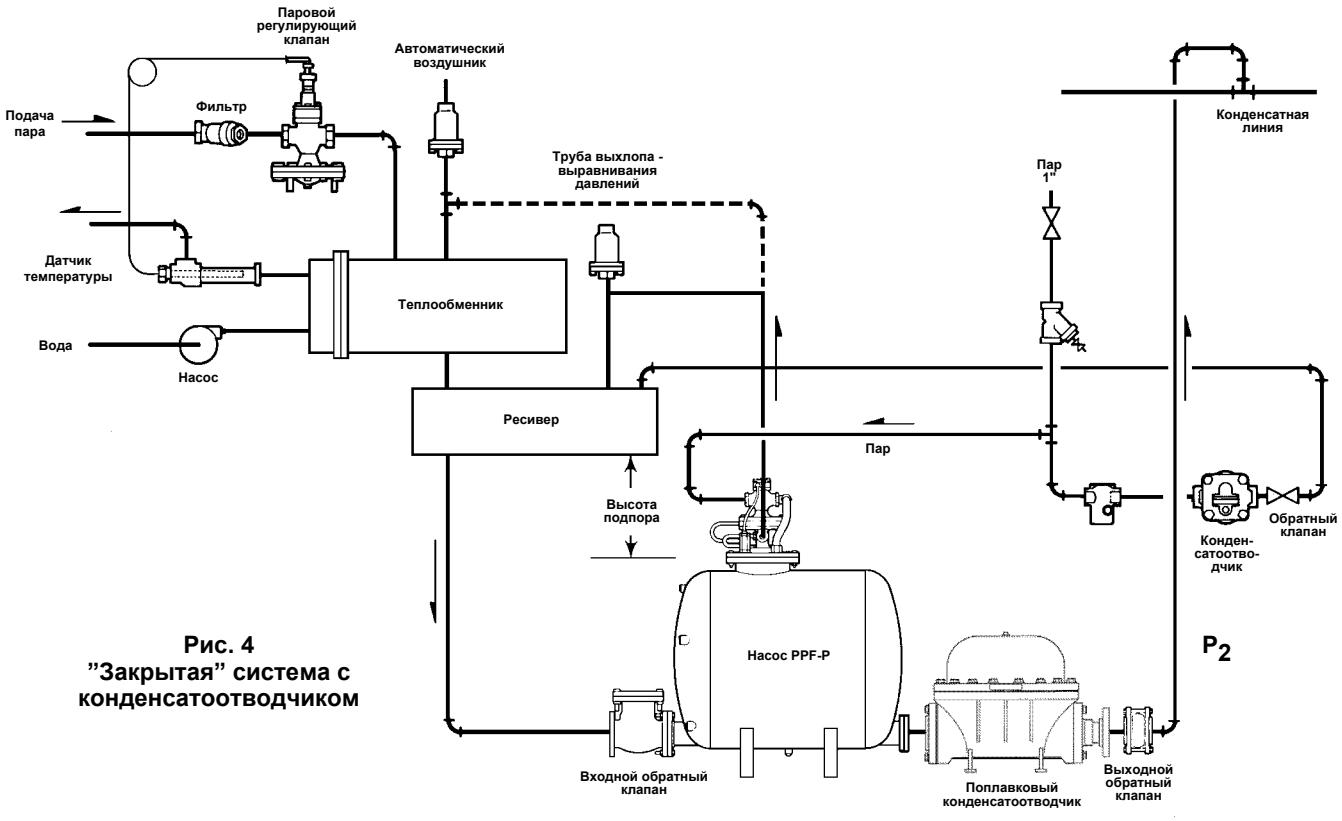

Рис. 4
6. Если давление пара в оборудовании может превышать общее противодавление за насосом, то перед входным обратным клапаном насоса должен быть установлен поплавковый конденсатоотводчик (см. Рис. 4) для предотвращения прорывов пара в конденстную магистраль.